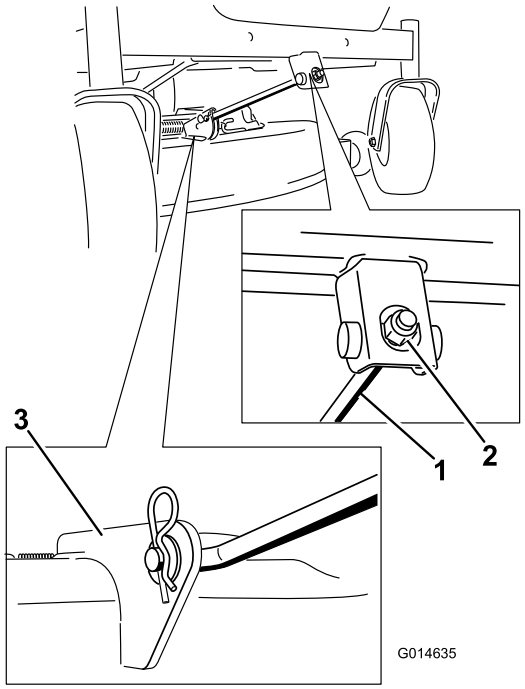

Figur 58
4. Fjern låseclipsen fra den forreste støttestang, og fjern stangen fra skjoldbeslaget (Figur 58). Sænk forsigtigt klippeskjoldets forende til jorden.
6. Fastgør den forreste støttestang til klippeskjoldet med gaffelbolten og låseclipsen (Figur 58).